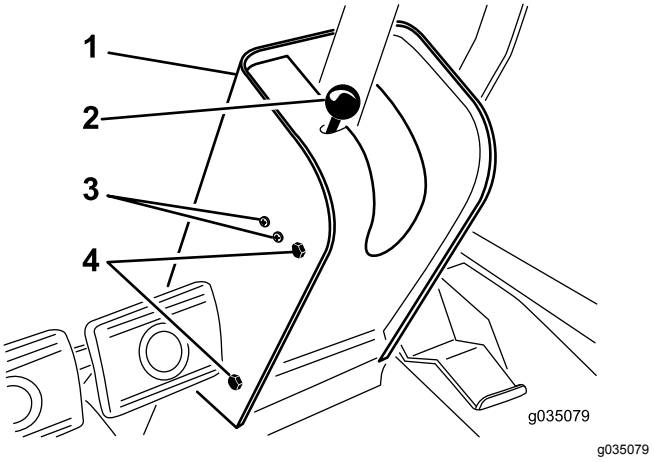

Figur 73
2. Fjern knappen fra stangen til parkeringsbremsen og skruerne fra ratstammekappen (Figur 73).
4. Løsn de skruer og møtrikker, der fastgør kontakten til parkeringsbremsen i venstre side af ratstammen (Figur 73).